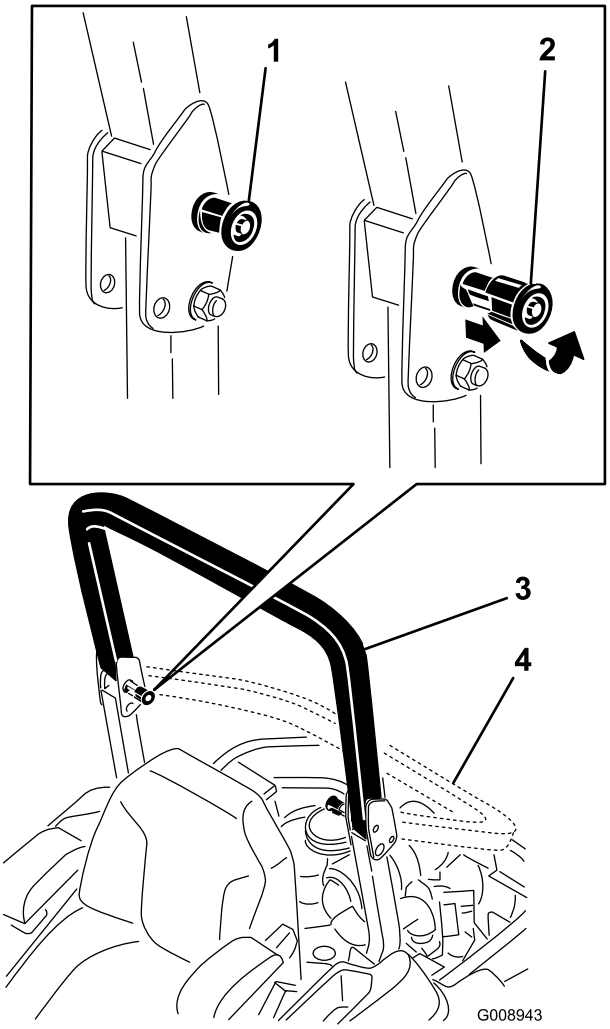

Figur 8
2. Træk begge greb ud, og drej dem 90°, så de ikke sidder fast (Figur 8).
3. Sænk styrtbøjlen til sænket position (Figur 8).
4. Hæv styrtbøjlen til betjeningsposition, og drej grebene, så de skubbes delvist ind i rillerne, for at hæve styrtbøjlen (Figur 8).
5. Løft styrtbøjlen til helt oprejst position, samtidig med at der skubbes på den øverste del af styrtbøjlen. Derefter springer stifterne på plads, når hullerne placeres ud for stifterne (Figur 8). Tryk på styrtbøjlen, og kontroller, at begge stifter sidder fast.